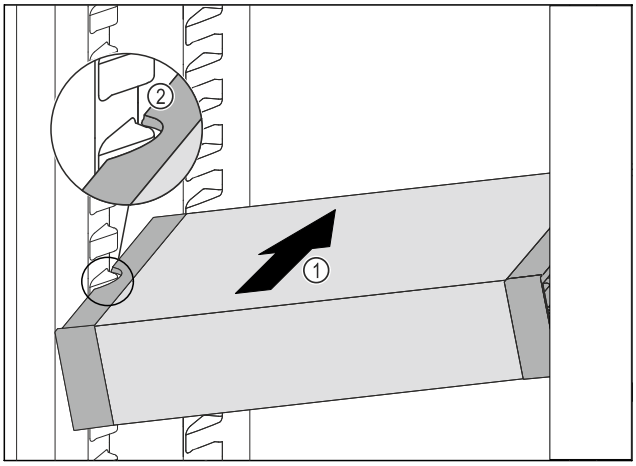

Fig. 124
▶ Insert the VarioSafe into the fridge section at an angle *Fig. 124 (1)* until the recesses in the side *Fig. 124 (2)* of the VarioSafe are at the level of the support rib in the fridge section.